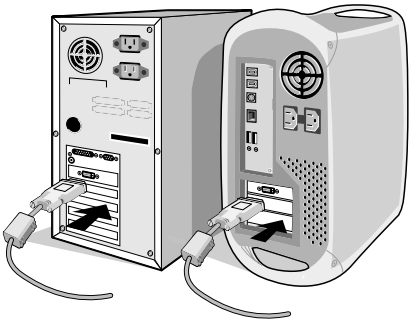

Figure A.1
2. **For a PC or MAC with DVI digital output:** Connect the DVI signal cable to the connector of the display controller in your system (**Figure A.1**). Tighten all screws.